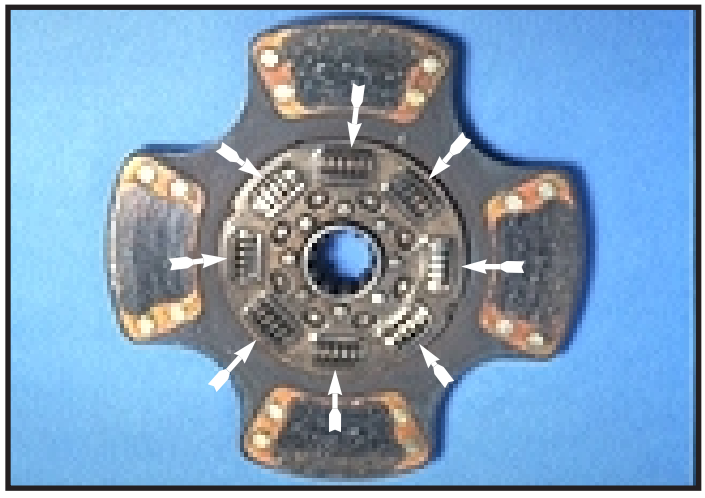
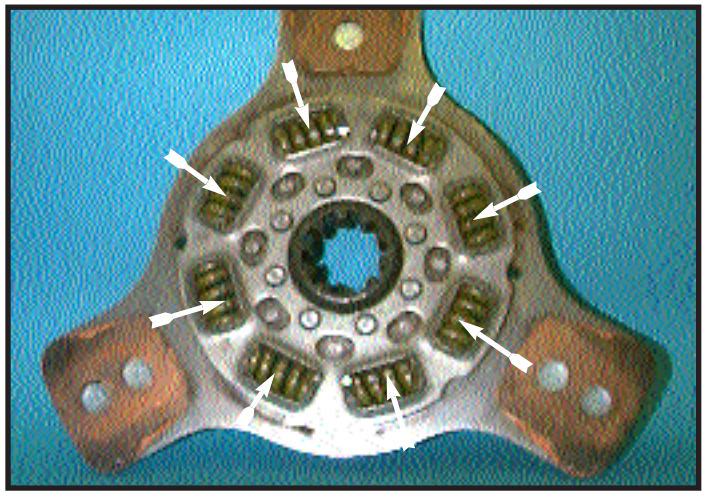

Figure 49: (EPP 14")
Figure 50: (SAS 1402)
2.) The damper springs (see arrows, figure 49 and 50) have been contacting the flywheel mounting bolts because the front driven disc was installed backwards. The driven disc (in figure 49) had been wearing for a period of time before the interference occurred (as indicated by the full wear pattern on the ceramic buttons) while the one in figure 50 was run for a very short period.